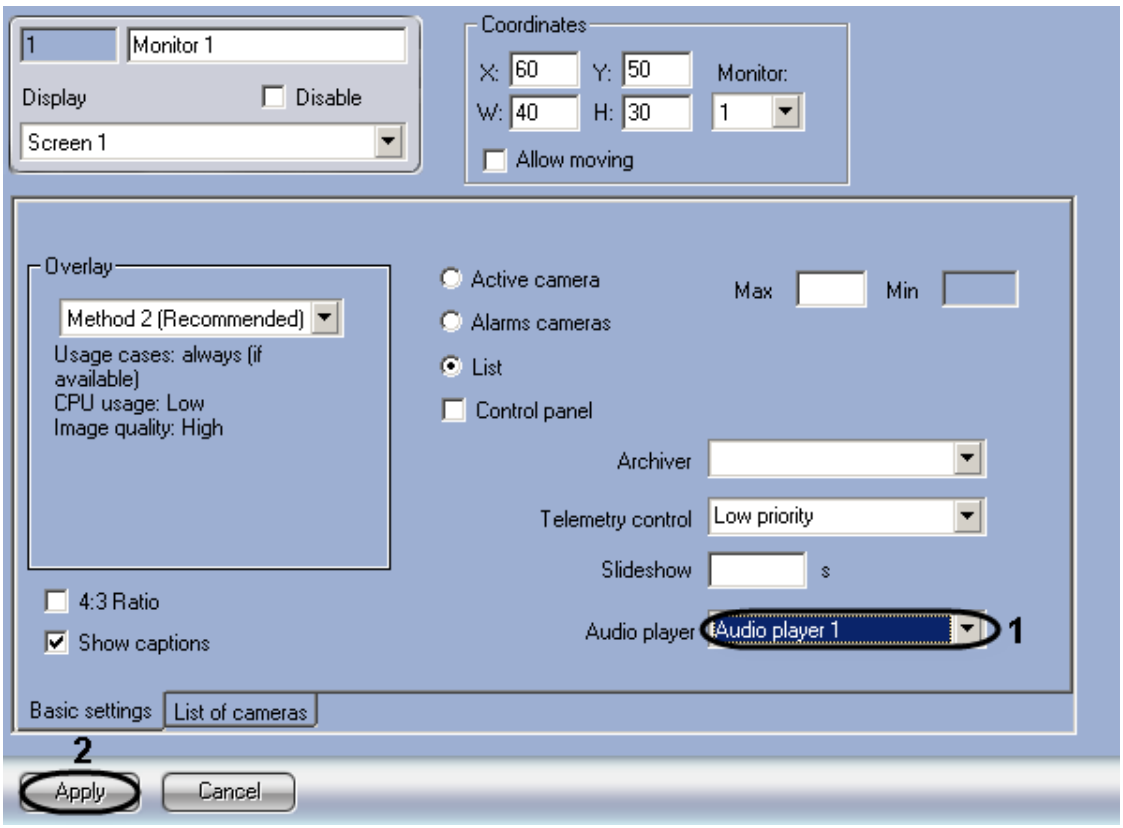

Figure 8.4-49 Binding Audio player to the video surveillance monitor
2. In the “Audio player” dropdown list, select the previously created “Audio player” object that is to be used for export of video with sound from the monitor interface (Figure 8.4-49, 1).
3. Click the “Apply” button (Figure 8.4-49, 2).